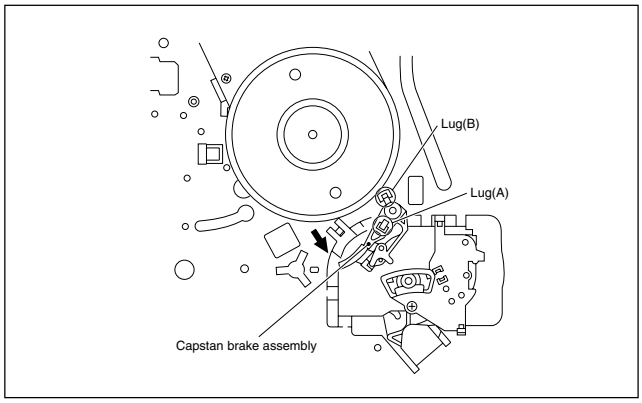

Fig. 2-2-18a
(1) Move the lug (A) of the capstan brake assembly in the arrow-indicated direction so that it comes into alignment with the notch of the main deck. (See Fig. 2-2-18a.)
(2) Remove the lug (B) of the capstan brake assembly from the main deck and remove the capstan brake assembly.